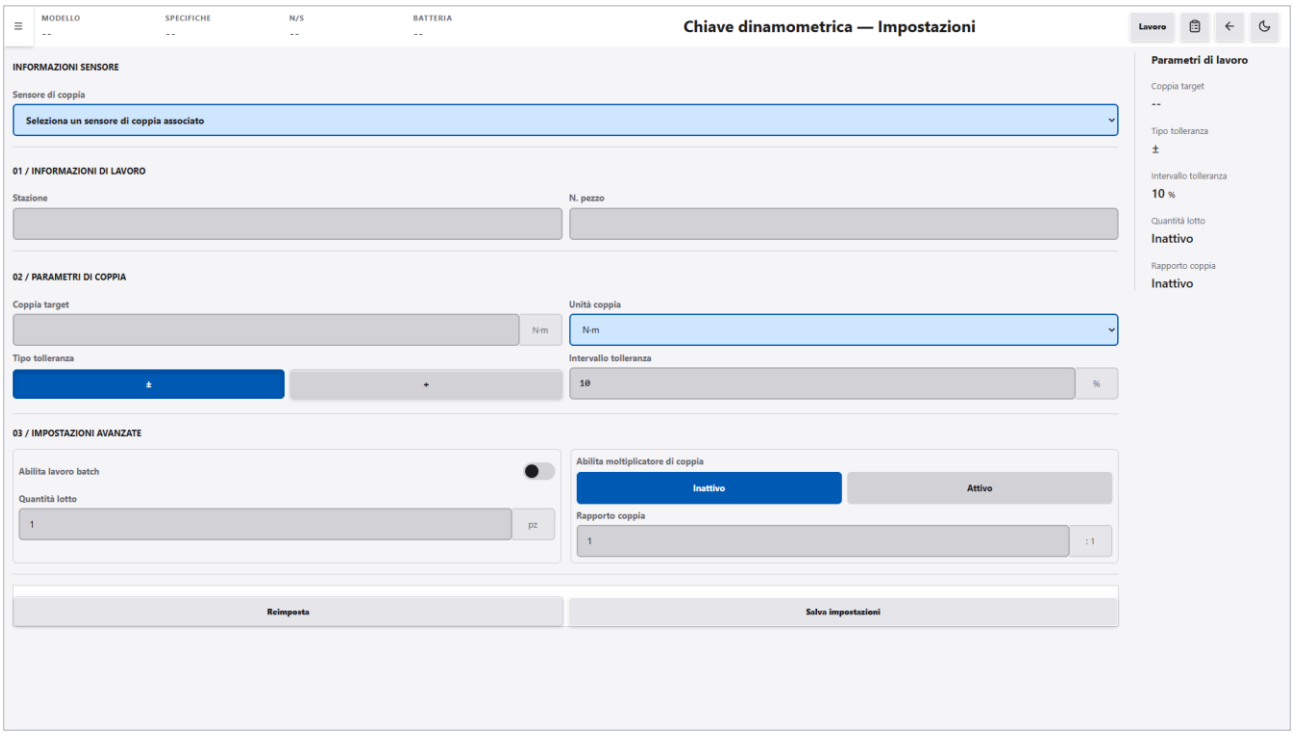

Figura 5-9 Schermata delle impostazioni della chiave dinamometrica (impostazioni non completate)
2. Nel menu di navigazione fare clic su «Sensore rotativo» → «Chiave dinamometrica». Viene visualizzata la schermata delle impostazioni non completate (vedere la Figura 5-9).